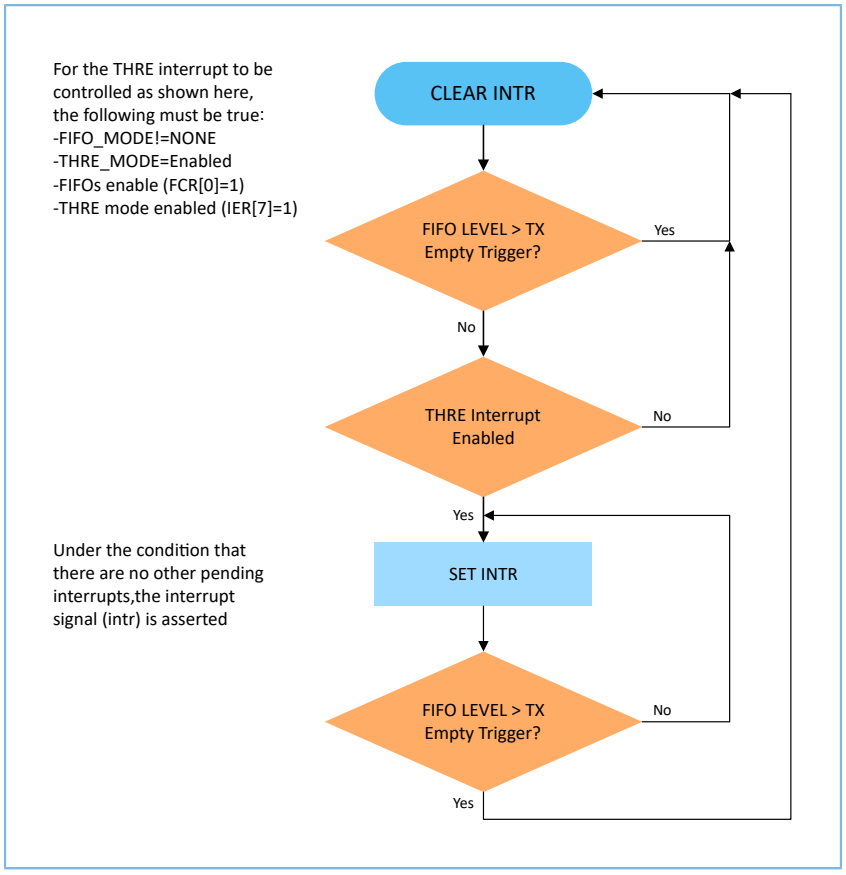

Figure 8-13 Flowchart of Interrupt Generation for Programmable THRE Interrupt Mode
- When FIFOs and THRE mode are implemented and enabled, the THRE Interrupts and dma_tx_req_n are active at and below a programmed transmitter FIFO empty threshold level, as opposed to empty, as shown in the flowchart in Figure 8-13.
Even if everything (the conditions are true for the THRE interrupt, as shown in the upper-left corner of Figure 8-13) is selected and enabled, if the FIFOs are disabled using the FCR[0] bit, the Programmable THRE Interrupt mode is also disabled. When the programmable THRE interrupt is not selected or disabled, THRE interrupts and the LSR[5] bit